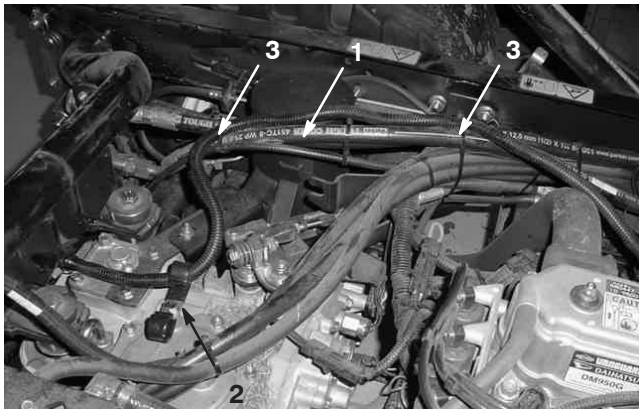

Figura 5
3. Fixe os cabos ao veículo rebocador com as respectivas braçadeiras, nos pontos indicados pela Figura 5.
5. Passe a cablagem pelo dispositivo de fixação J esquerdo, como se mostra na Figura 5.